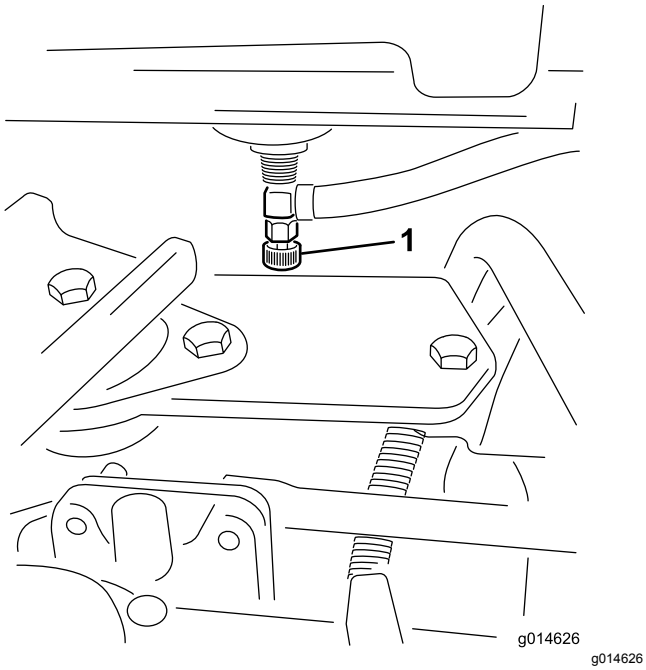

Figur 33
1. Luk brændstofafbryderventilen (Figur 33) under brændstoftanken.